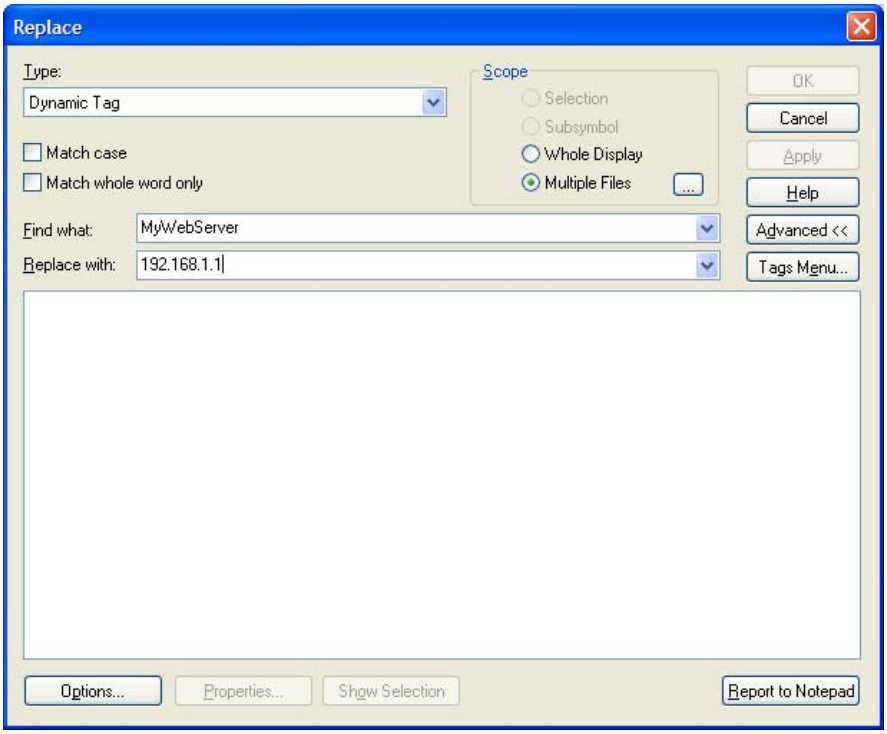

Figure L8.29: Editing Node Definitions of Data Access Tags
16. We want to change all dynamics and process points in the operator displays, as well as the trend pens in the HistTrendViewer display. For this reason, select **Multiple Files** as the **Scope**. More than one display can be edited at once by using the **Multiple Files** option. Click the ... button to select the files to search, as shown in **Figure L8.29.**